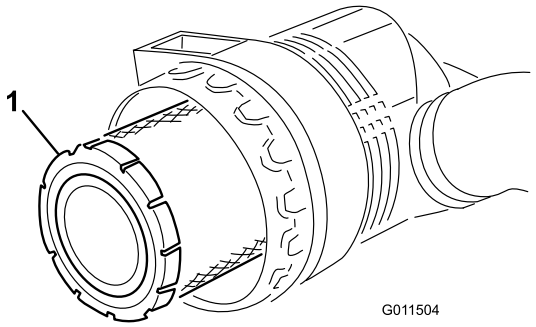

Bild 52
3. Entfernen und wechseln Sie den Hauptfilter aus (Bild 52).